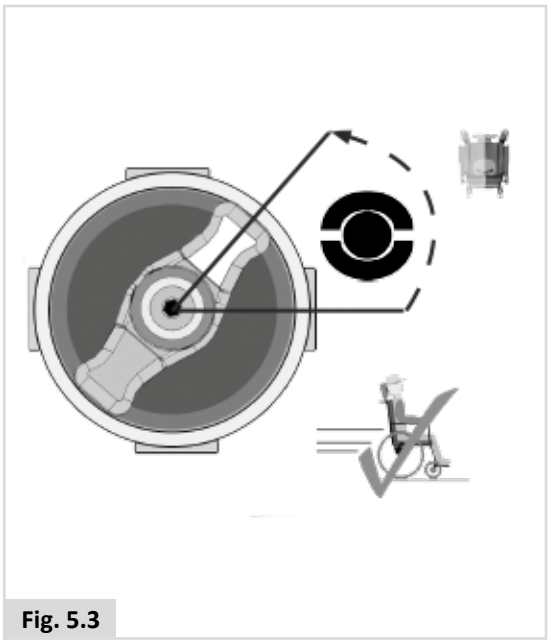

Fig. 5.3
1. Per guidare la carrozzina. (Fig. 5.3).